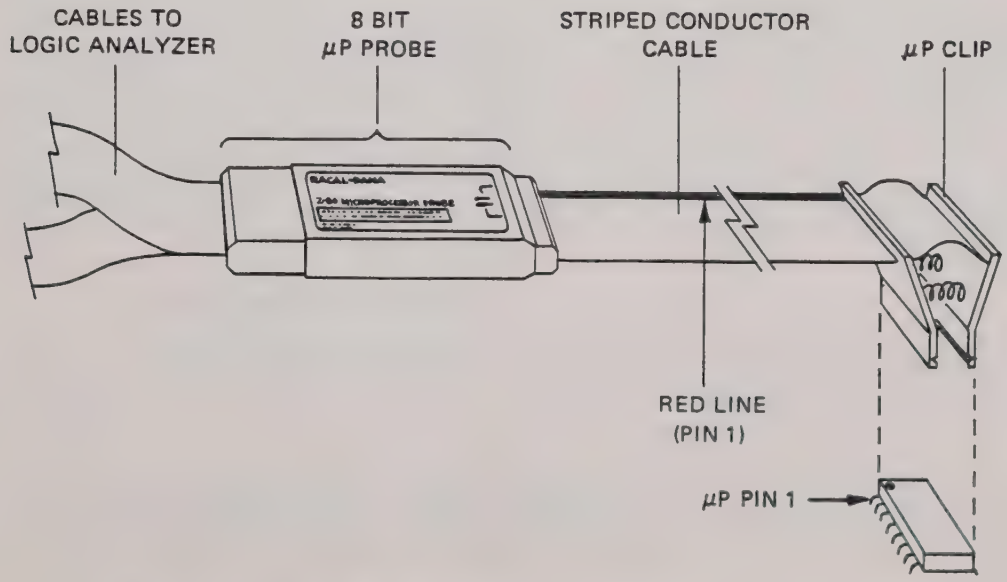

Figure 9.14 - Z80 Microprocessor Probe and Cable Assembly
9.8.2.2 Figure 9.14 illustrates the interconnected Z80 microprocessor probe and cable (note especially the location of the striped conductor of the microprocessor cable identifying pin 1).